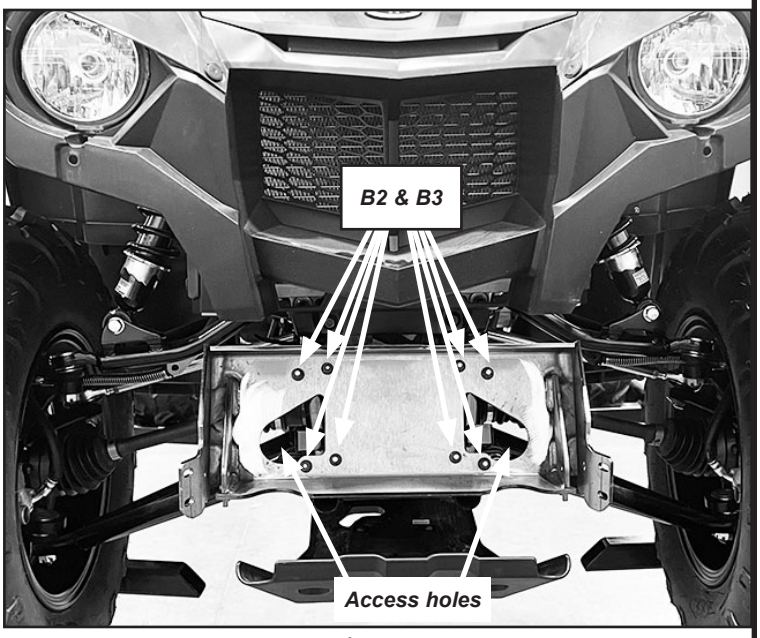

Figure 7
8. Fasten the plow mount to the vehicle's vertical frame tubes with four u-bolts (B2) and eight nuts (B3). Figure 7.
9. Route winch electrical cables out through the plow mount access holes. Figure 7.